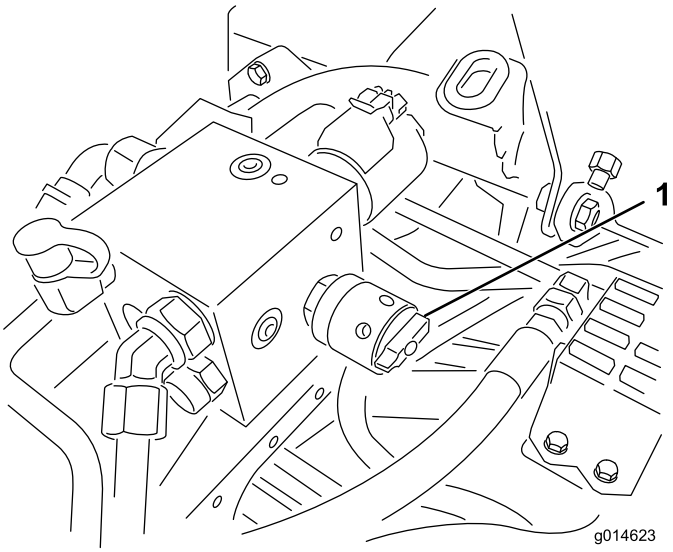

Figuur 36
4. Om het toerental in te stellen, draait u aan de knop (Figuur 36) tot de wijzer de gewenste instelling aangeeft.